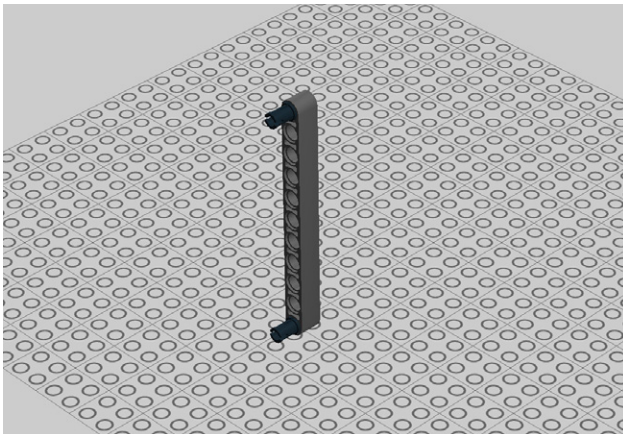

Figure 4-11. *Step 6: Connecting the pins to the beam*
6. Next, connect two pins to an 11M beam as shown in Figure 4-11.